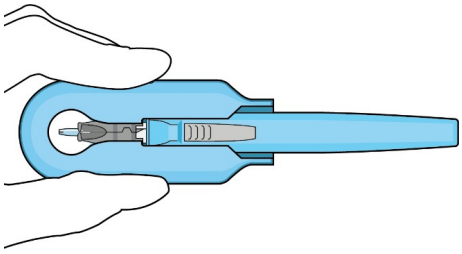

Figure 26
- Push the handle forward as far as it will go into the gripper tips (Figure 26).